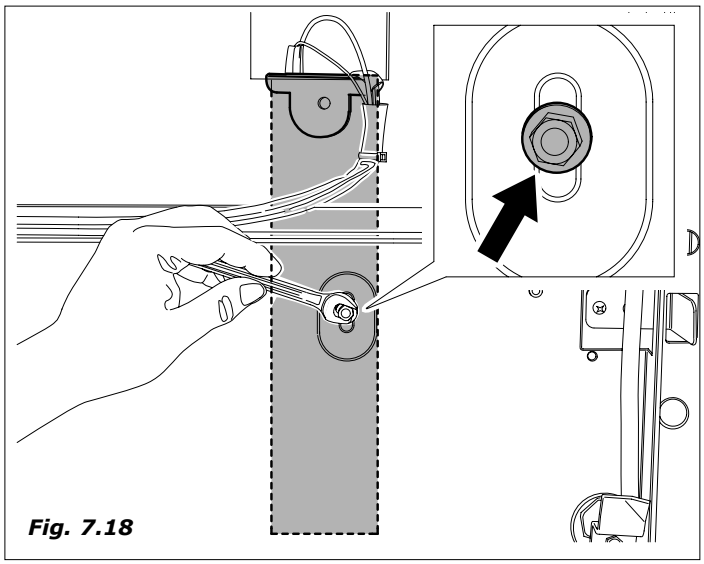

Fig. 7.18
- Desapertar a rôsca posta na abertura oval para deixar livre o suporte porta-lâmpada *(Fig. 7.18).* Tome cuidado para que o parafuso colocado posteriormente não caia
- Antes de fixar o suporte, verificar o perfeito posicionamento da lâmpada nos fechos e então fixá-lo com a rôsca *(Fig. 7.18)*